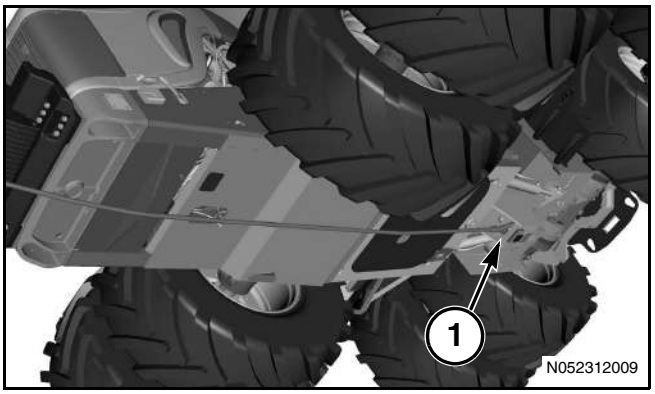

Рис. 194
Рис. 194: Не буксируйте застрявшую машину по направлению вперед, если нет специального бускировочного троса. Этот бускировочный трос зацепляется за палец (1) в передней части задней рамы, предназначенный исключительно для этих целей.